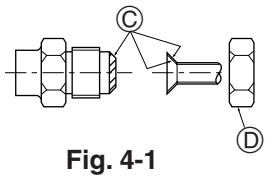

Fig. 4-1
Ⓐ (Fig. 4-1)
Ⓑ (Fig. 4-1)
4.2. Tubos de conexión (Fig. 4-1)